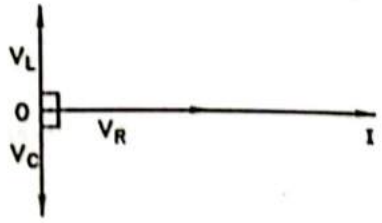

FIG. 2.54 : PHASOR OF VOLTAGE REPRESENTATION ACROSS EACH ELEMENT
- The phasor diagram is shown in Fig. 2.54.